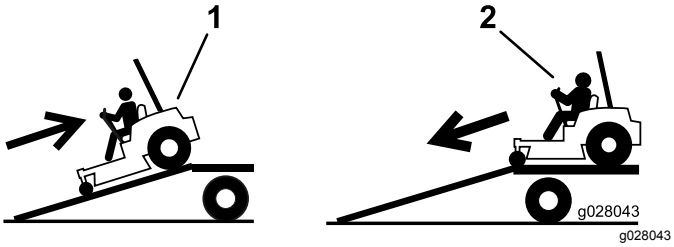

Figure 45
4. Montez la rampe en marche arrière (Figure 45).
2. Descendez la rampe en marche avant (Figure 45).